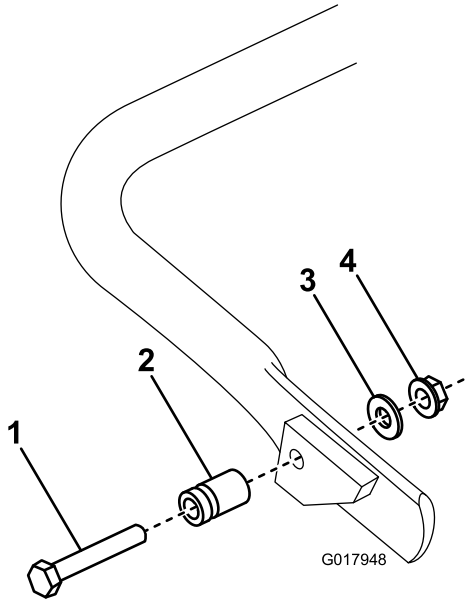

Figuur 5
1. **Alleen op model 04056**: maak de veersteun vast aan de rechterkant van de kickstandaard (Figuur 5). Gebruik hiervoor de bijgeleverde bout, ring en flensmoer.